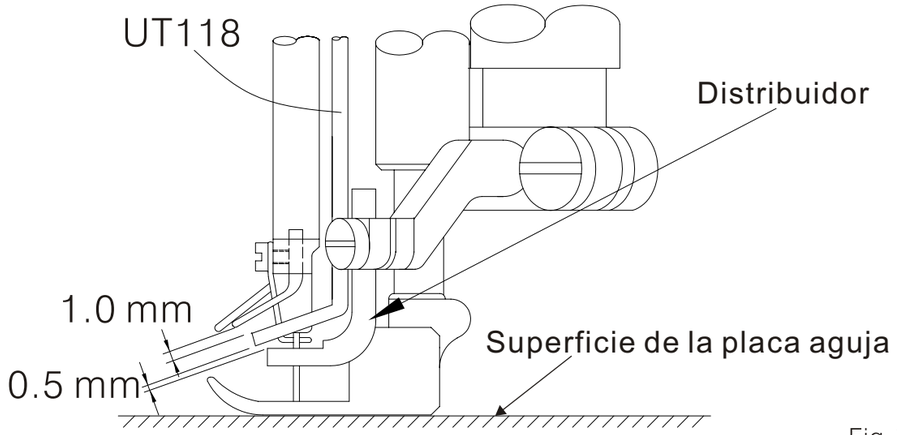

Fig. 76
(2) La posición de arriba y debajo del soporte de la cubierta del guía hilo: (Fig. 76)